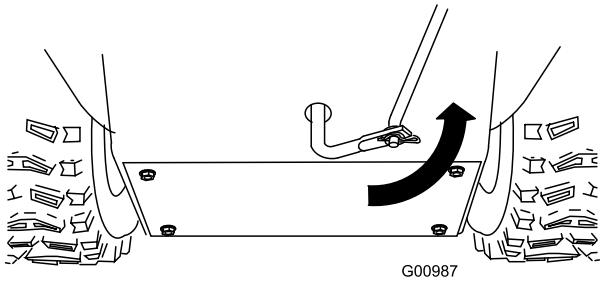

Figur 12
5. Vrid den nedre länkarmen helt uppåt (motsols) (Figur 12).